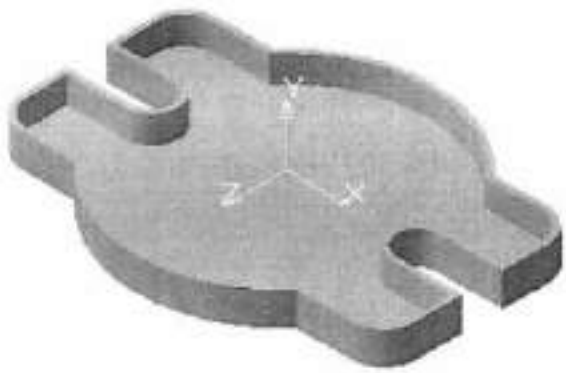

Рис. 32
Задание. Выполните пространственную модель пластины, изображенной на рис. 32. Толщина пластины – **10 мм.**
14. Деталь примет требуемый вид, как на рис. 32.